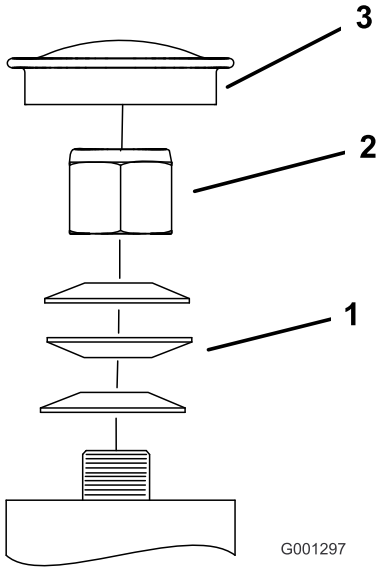

Figur 59
3. Fjern støvhetten fra styringen og trekk til låsemutteren (Figur 59).
4. Trekk til låsemutteren inntil fjærskivene er flate, og gå deretter tilbake 1/4 omdreining for å stille forhåndsbelastningen på lagrene korrekt (Figur 59).
Viktig: Påse at fjærskivene er montert korrekt slik det vises i Figur 59.
5. Sett på støvhetten (Figur 59).